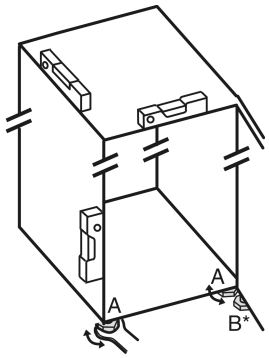

Fig. 45
▶ Stelvoetjes *Fig. 45 (A)* met meegeleverde steeksleutel en met behulp van een waterpas er uit draaien tot het apparaat vast en vlak is uitgelijnd.
▶ Stelvoetje *Fig. 45 (B)* op het lagerblok losdraaien met de bijgeleverde steeksleutel totdat deze op de vloer rust.
▶ Draai de verstelbare poot *Fig. 45 (B)* maximaal 90° verder om beschadiging van de deur te voorkomen.